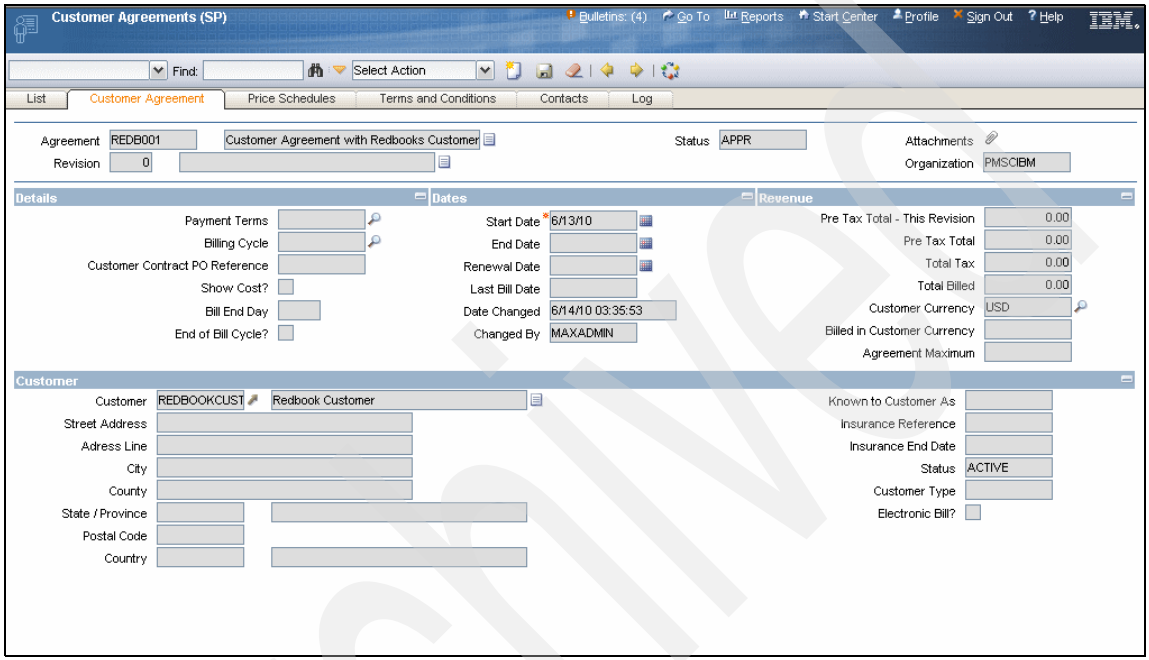

Figure 12-9 Customer agreement
1. Click **Go to** → **Service Provider (SP)** → **Customer Agreements (SP)**.
2. Find customer agreement for customer CustomerA, which we show in Figure 12-9.